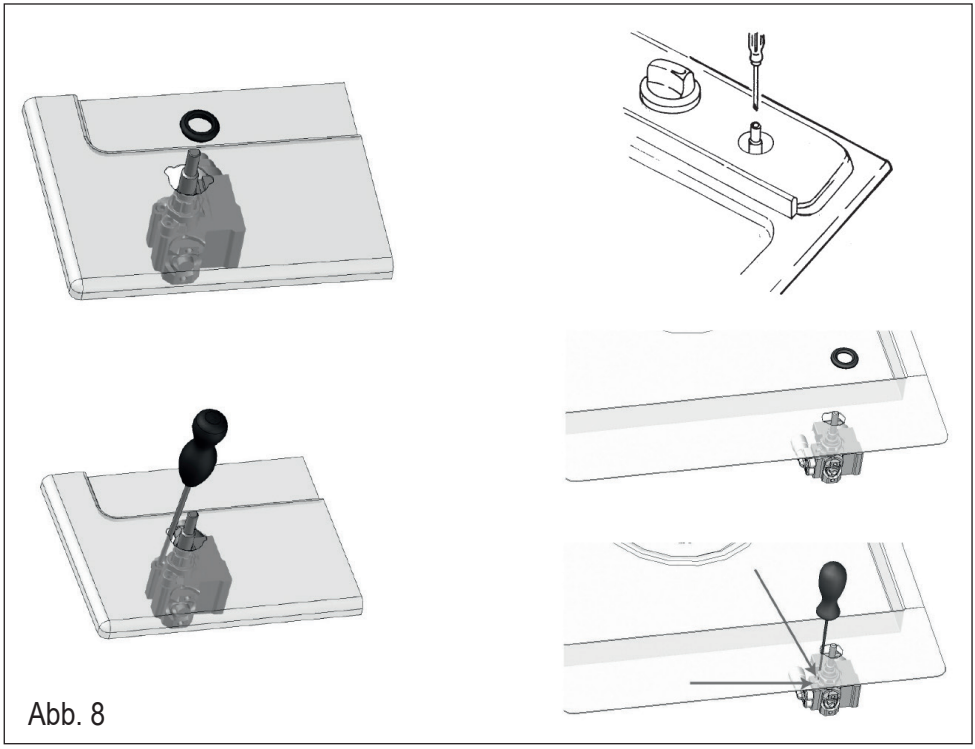

Abb. 8
- bei der Einstellung des Mindestwertes, den Hahnhebel auf das Minimum drehen und die Einstellschraube am Hahn mit entsprechendem Schraubenzieher drehen (s. Abb. 8). Bei Betrieb mit Flüssiggas (Butan- / Propangas) Einstellschraube fest anziehen.